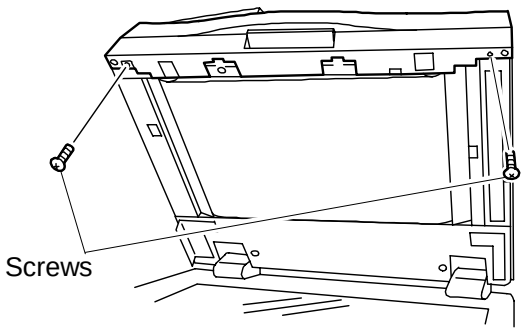

Fig. 20
20) Remove the 2 binding head screws at the bottom of the ADF. (Fig. 20)